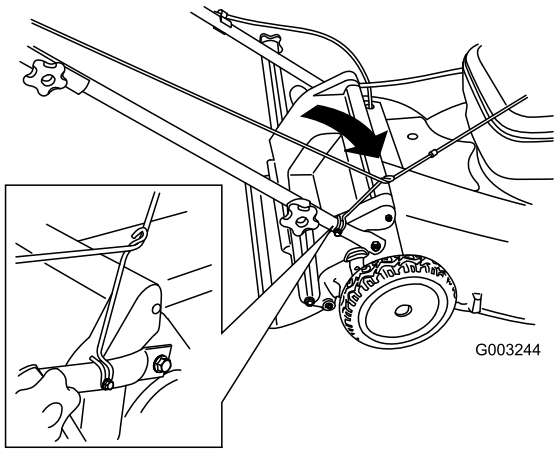

Figur 25
3. För in startsnöret längs den nedre styrningen (Figur 25).